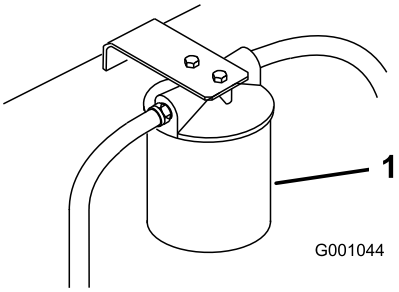

Figur 73
3. Stil et aftapningskar under filteret, fjern det gamle filter, og tør filteradapterpakningens overflade ren (Figur 73).